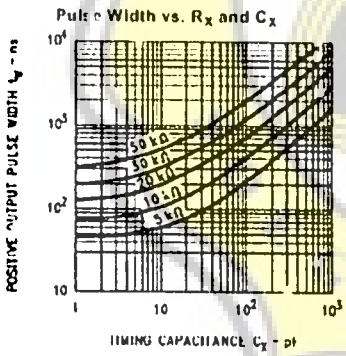

FIGURE 2.
4. For C_X < 1000 pF see Figure 2 for T_W vs. C_X family curves with R_X as a parameter: